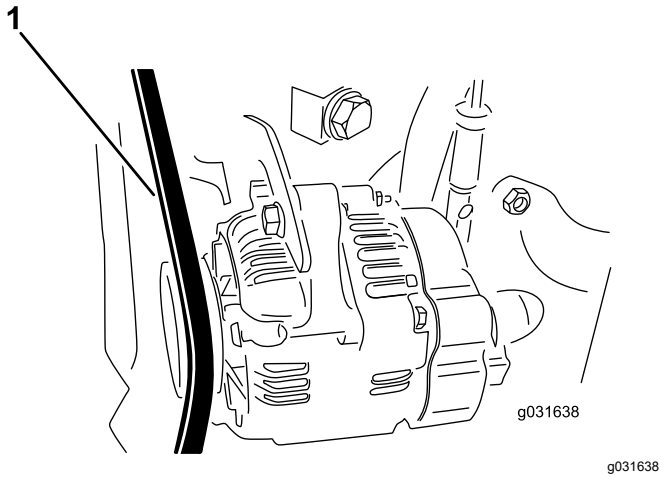

Figura 62
2. Aplique uma força de 30 N na correia do alternador a meio caminho entre as polias (Figura 62).